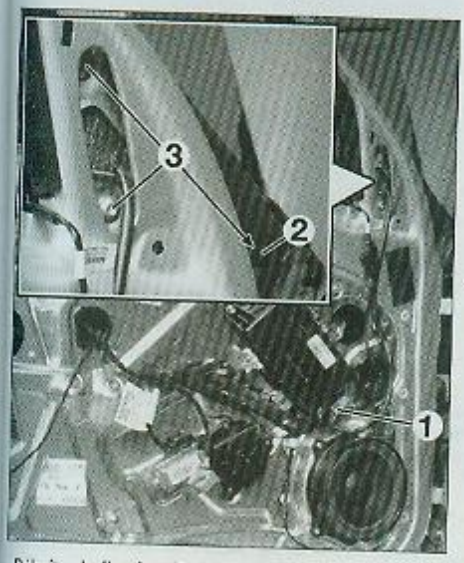

FIG. 55
• Débrancher le connecteur (1) **(Fig.55)**.